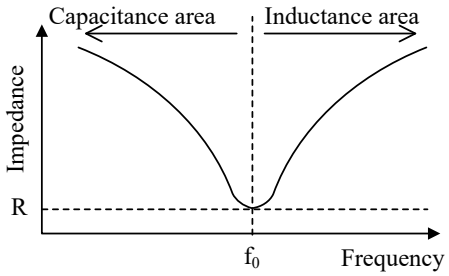

Figure 9-2. Impedance of Resonant Circuit
When the frequency, f, changes, the impedance of resonant circuit will change as shown in Figure 9-2.
When 2πfL = 1/2πfC, Ż of Equation (2) becomes the minimum value, R (see Figure 9-2). In the case, ω is calculated by Equation (3).